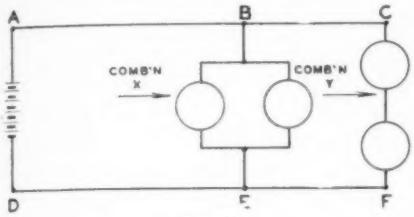

Fig. 23
Let Fig. 23 represent a combination of parallel and series circuits.
2. If each resistance in Fig. 23 has 200 ohms, what will be the resistance of each combination X and Y? What will be the total resistance of both combinations?
3. If the battery of Fig. 23 has a